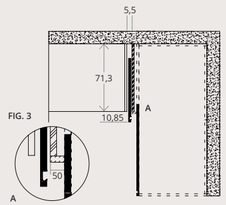

FIG. 3
- If the side with the retractable mechanism is placed side-by-side with a linear corner box, plan for the insertion of a strip with a side panel (Lmin.= 5 cm) to be joined with a dedicated single connector (Fig. 3).
- Si le côté avec mécanisme rentrant est accosté à un box d'angle linéaire, prévoir l'insertion d'un filler fixe finition porte avec côté, Lmin.= 5 cm. (Fig. 3)
- Sollte die Seite mit dem zurückversetzten Mechanismus neben einer linearen Eckbox installiert werden, muss ein Band mit Seitenpaneel (L.min.= 5 cm) mit geeignetem einzelnen Anschluss vorgesehen werden (Abb. 3).
- Si el lado con el mecanismo escamoteable apoya contra un box rinconero lineal, contemplar la instalación de una banda con costado (Lmín. = 5 cm) para unir con un conector individual adecuado (Fig. 3).
- Если сторона с задвигающим механизмом находится рядом с боксом с линейным углом, необходимо предусмотреть установку планки с боковой панелью (Ш. мин.= 5 см), которую необходимо соединить со специальным соединительным зажимом (Рис. 3)
一如果带有伸缩机制的一边靠近一个线性转角柜子, 则插入一块带侧板的补板条 ($L_{最小}$ = 5cm), 并使用单个专用连接器连接 (图3)。